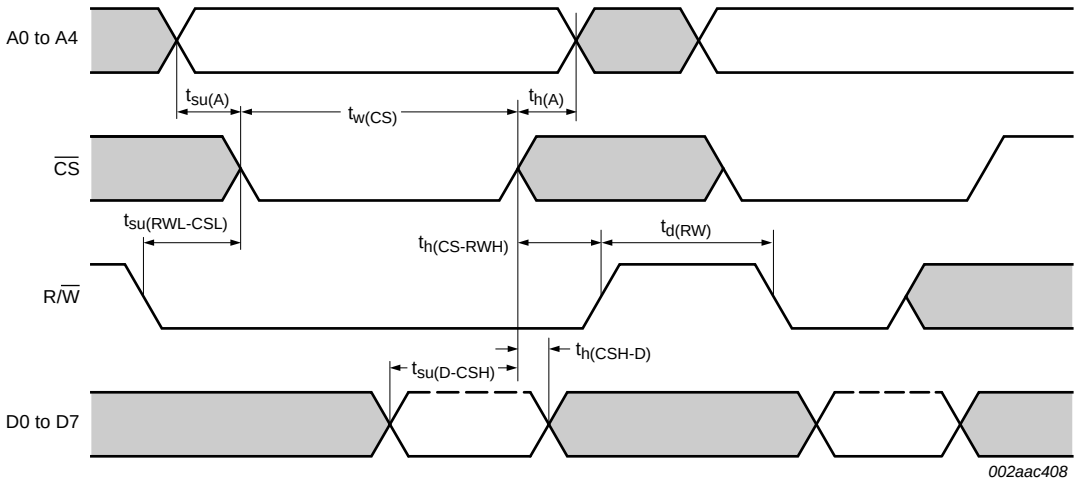

Fig 12. General write timing in 68 mode
(1) $\overline{CS}$ timing during a write cycle. See Figure 12.